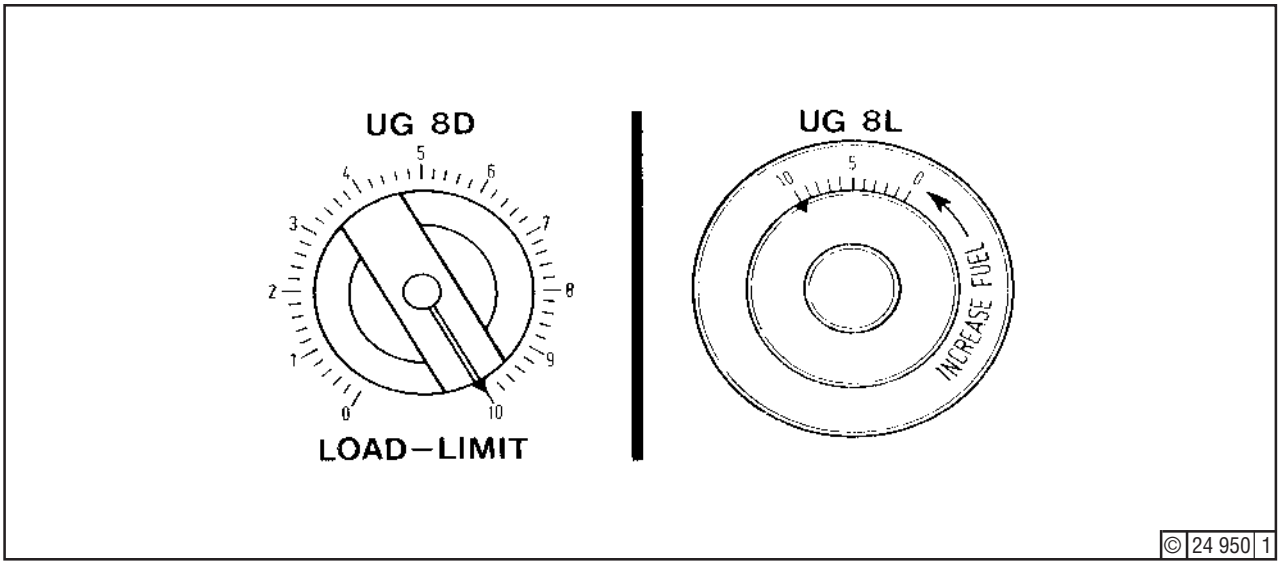
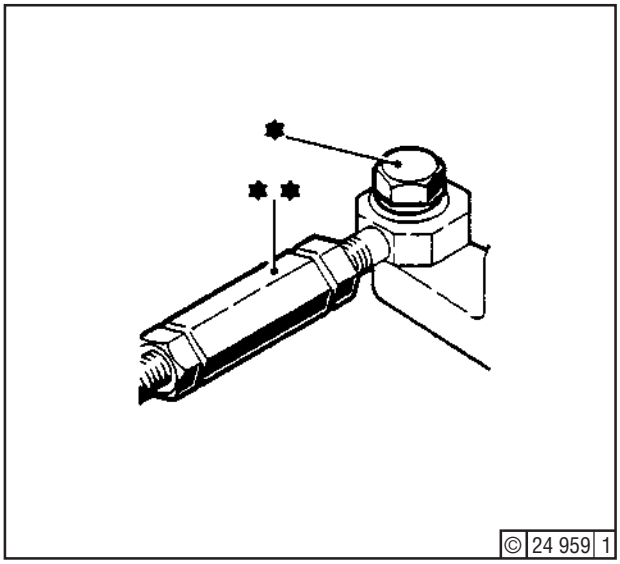

Fig. 15
Fig. 16
10. Turn governor to scale graduation 10 - Fig. 15 - and secure link C1(Fig. 16) to point A5 (*). Adjust length of link (**) at point C5 to ensure freedom from internal stressing.